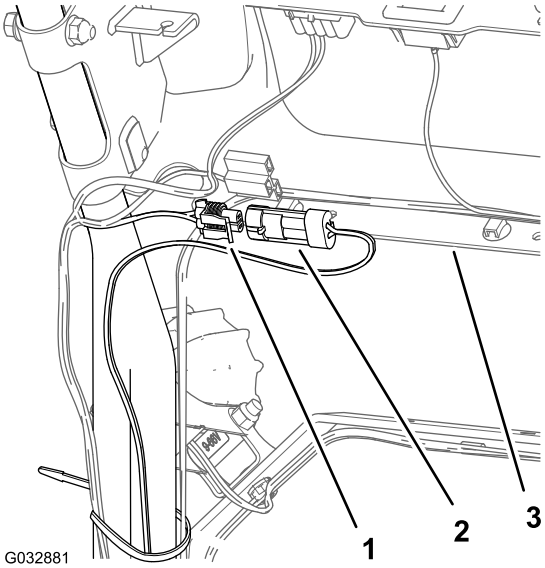

Figur 14
4. På bagsiden af konsollen skal du tilslutte 2-bens konnektoren på ledningsnettet til lysdiodelygtesættet i 2-sokkelkonnektoren på ledningsnetsættet til lysdiodelygter og trådløs timetæller (Figur 14).